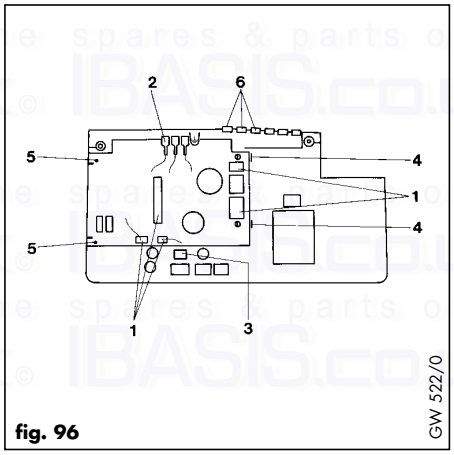

fig. 96
7.22.3 Replacement of mother board (fig. 96)
- Disconnect all plug connectors (1) from board.
- Disconnect white wire (2) from earth terminal strip
- Disconnect pump supply plug (3) and lift clear of board.
- Push two spring retainers (4) to the right and lift right hand side of circuit board off retainers.
- Lift and pull circuit board to the right to release from retainer lugs (5).
- Lift all cable grommets (6, fig. 96) out of grommet channels.